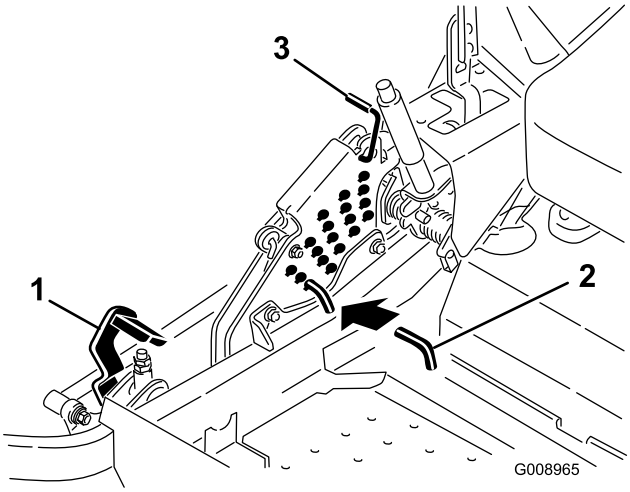

**Figure 84**
5. Enfoncez la pédale de relevage du plateau de coupe au maximum pour verrouiller le plateau à la position de transport de 14 cm (Figure 84).